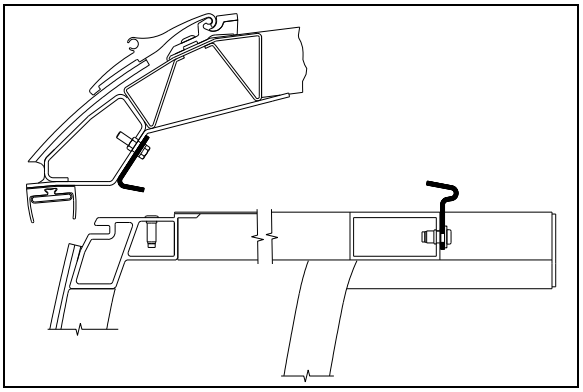

FIGURE 37: ROOM 2" INSIDE – UPPER SECTION VIEW
Do not retract slide-out room too far in. Retract just past the wiper seal. (Figure 37)
4. Using the manual override procedure paragraph 18, move the slide-out 2" inside the vehicle, just so the seal becomes accessible from the outside (Figure 37).
5. Once completed, use the manual override procedure to extend the slide-out to reinstall the exterior extrusion. Apply appropriate sealant on the exterior extrusion screws and between the extrusion, the roof and the edges to prevent water infiltration (Figure 37).